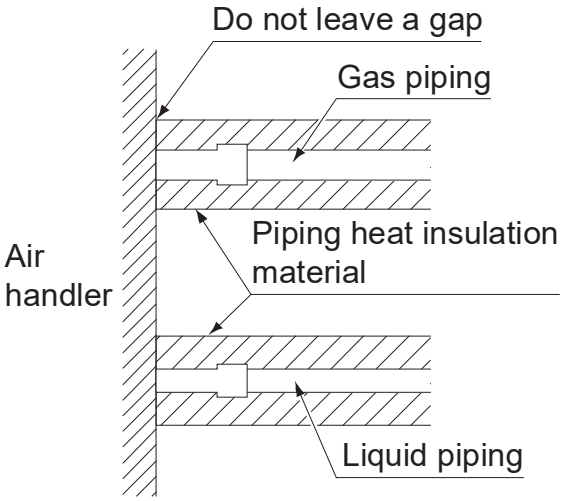

Figure 15
5. After checking for gas leaks, be sure to insulate the piping connections referring to Figure 15.